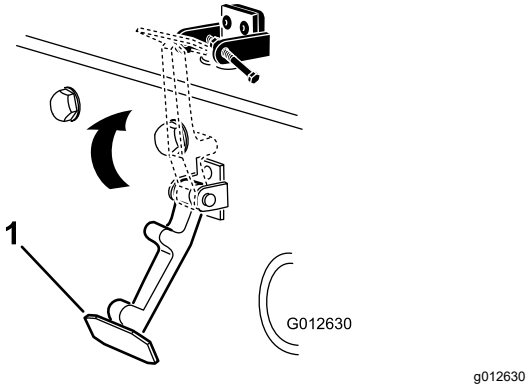

Figura 9
7. Prenda o trinco no suporte do trinco do capot (Figura 9).